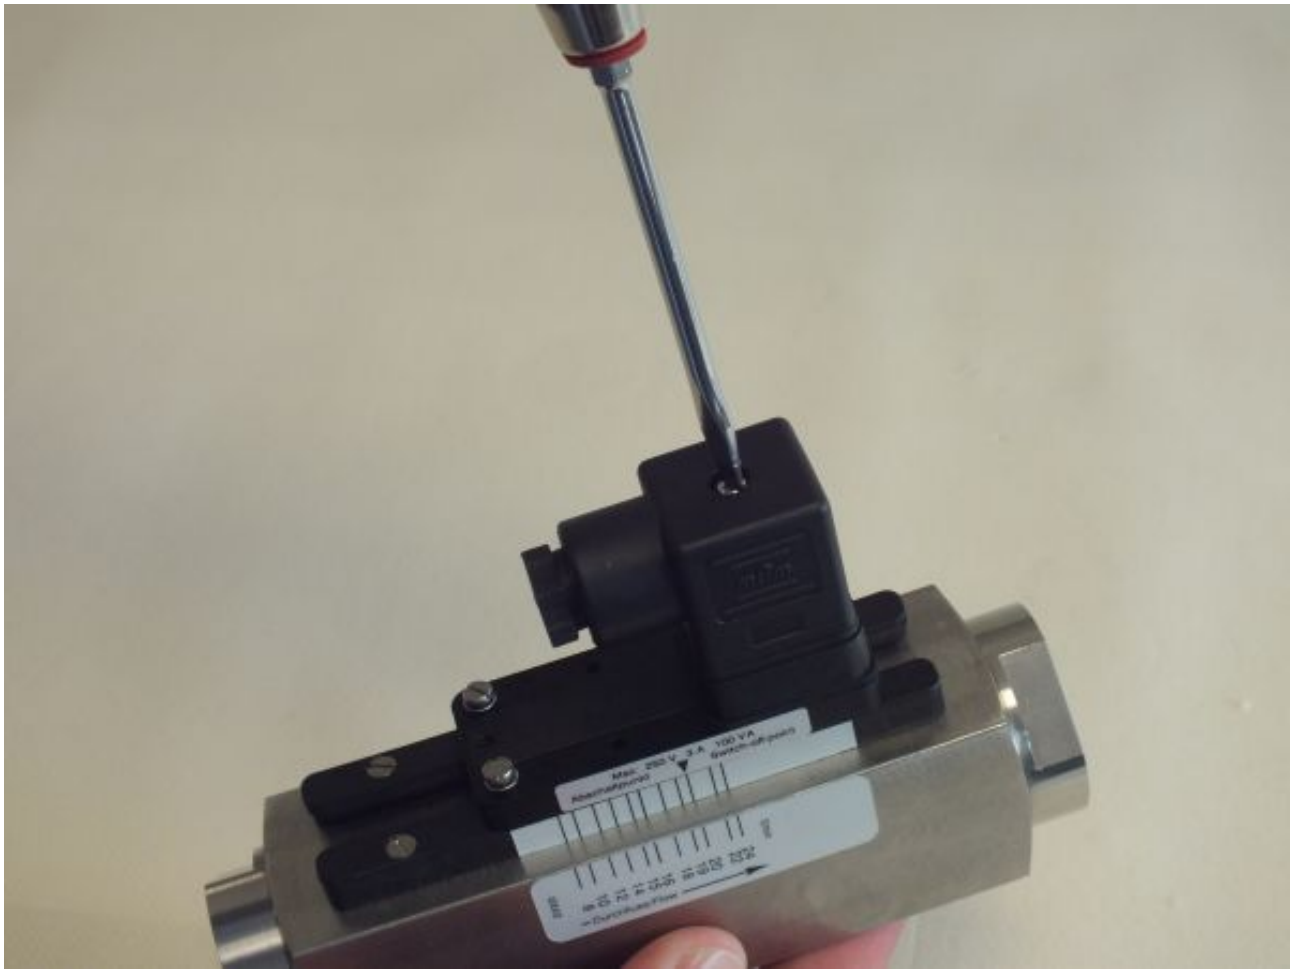

Fig. 27: Detach socket
1. Release the fixing screw (*Fig. 27*) from the socket
9. Place the female socket onto the connecting plug and tighten the fixing screw (*Fig. 27*/1)